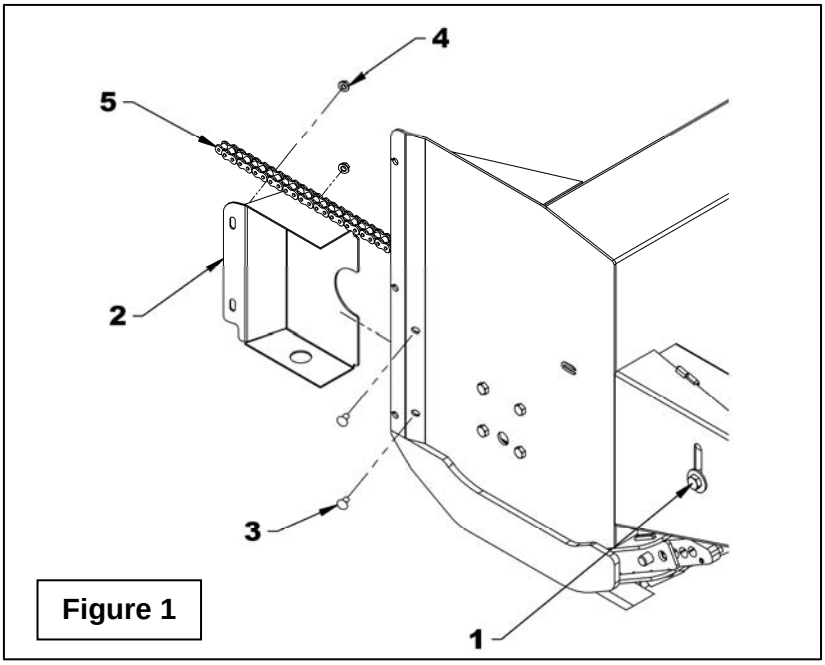

Figure 1
1. **Figure 1:** Loosen the idler bolt (item 1) and detach the idler spring. Remove the front guard (item 2) by removing the two bolts and nuts (items 3-4). Remove the chain (item 4), taking care to remember its course and the orientation of the coupling link lock.